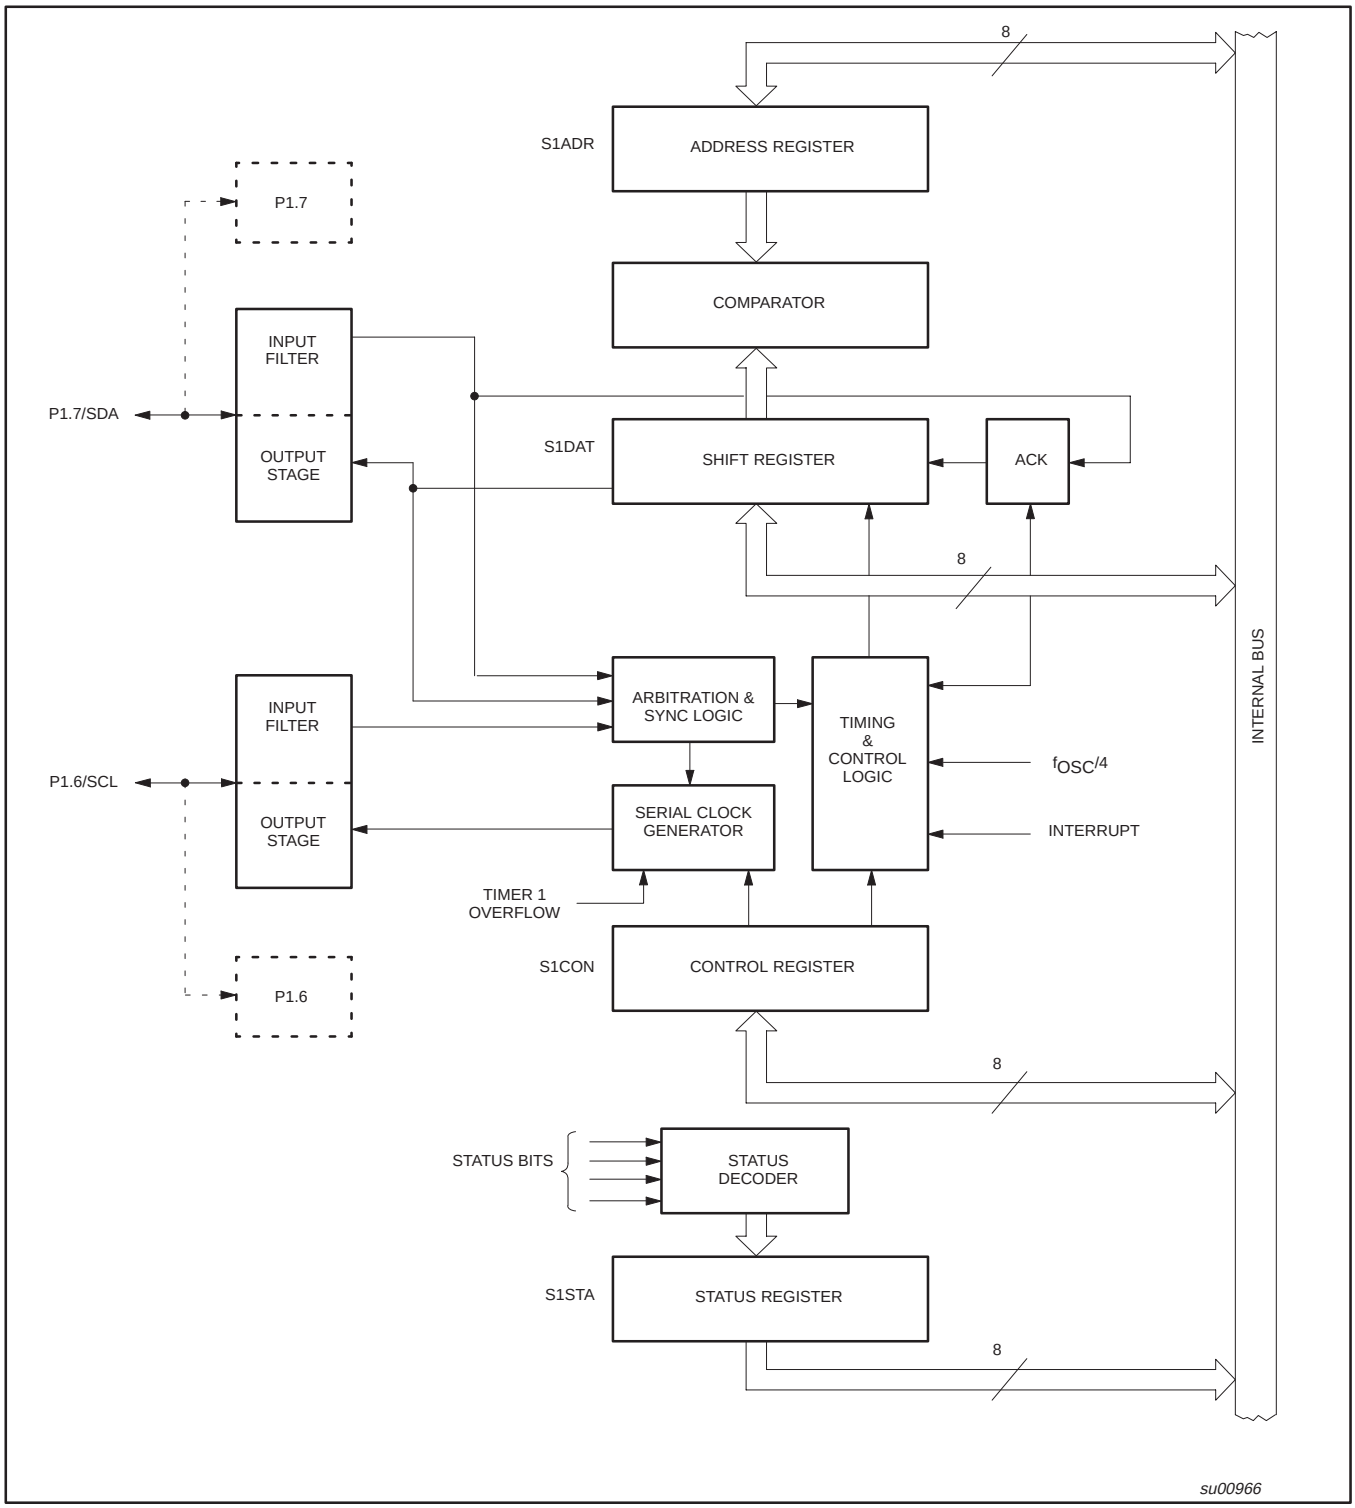

**Figure 35. I2C Bus Serial Interface Block Diagram**
**SIO1 Implementation and Operation:** Figure 35 shows how the on-chip I²C bus interface is implemented, and the following text describes the individual blocks.